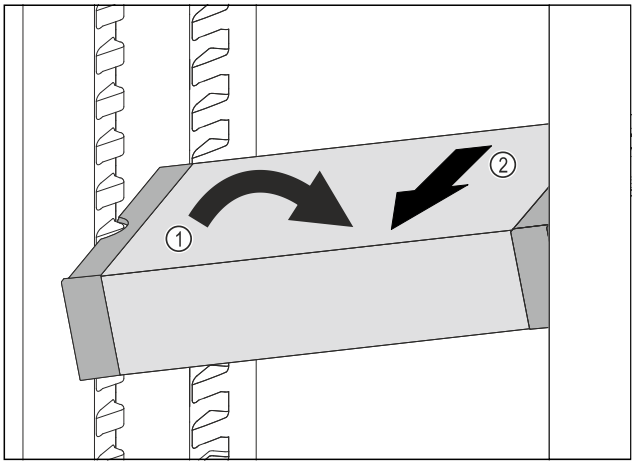

*Fig. 160*
▶ VarioSafe in het koelgedeelte schuin zetten. *Fig. 160 (1)*
▶ VarioSafe naar voren toe verwijderen. *Fig. 160 (2)*